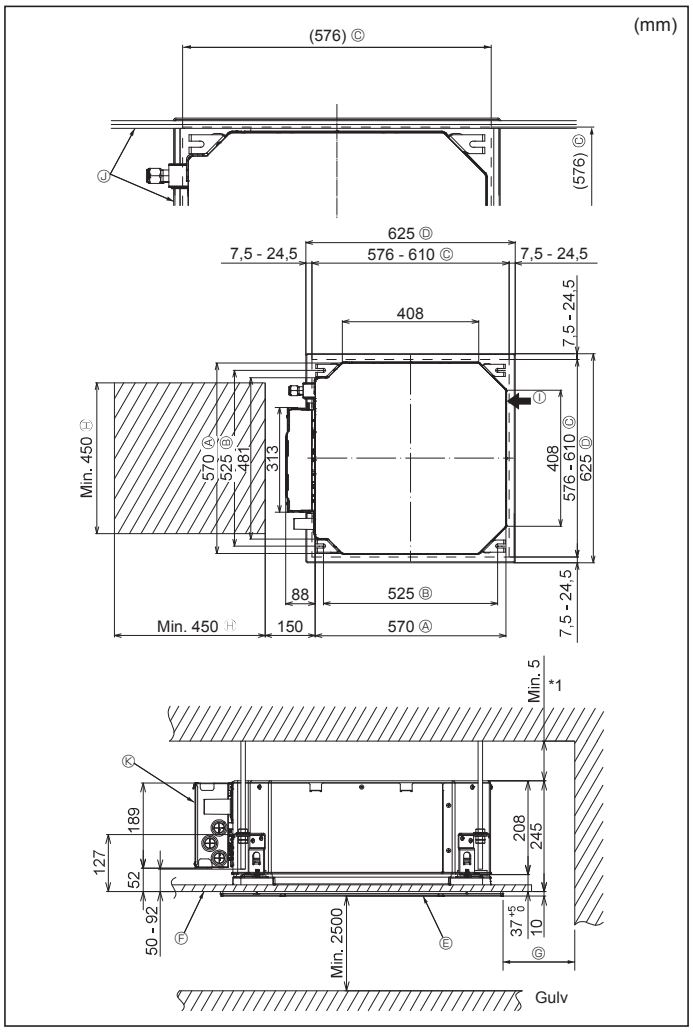

Fig. 4-2
4.2. Åbninger mod loft og placering for installation af suspensionsbolt (Fig. 4-2)